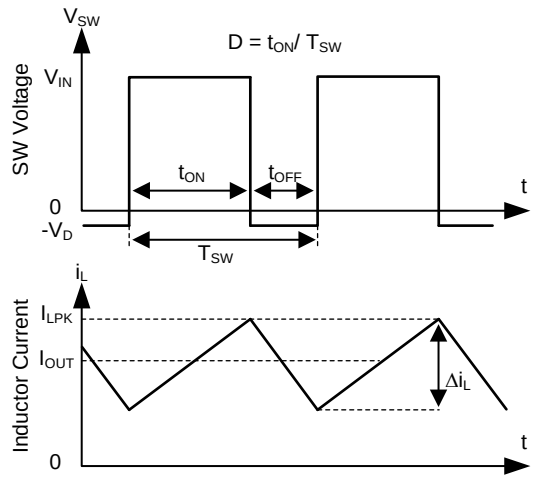

Figure 13. SW Node and Inductor Current Waveforms in Continuous Conduction Mode (CCM)
The following operating description of the LMR23610-Q1 will refer to the *Functional Block Diagram* and to the waveforms in Figure 13. LMR23610-Q1 is a step-down synchronous buck regulator with integrated high-side (HS) and low-side (LS) switches (synchronous rectifier). The LMR23610-Q1 supplies a regulated output voltage by turning on the HS and LS NMOS switches with controlled duty cycle. During high-side switch ON time, the SW pin voltage swings up to approximately V_{IN}, and the inductor current i_L increase with linear slope ($V_{IN} – V_{OUT}$) / L. When the HS switch is turned off by the control logic, the LS switch is turned on after an anti-shoot-through dead time. Inductor current discharges through the LS switch with a slope of $–V_{OUT}$ / L. The control parameter of a buck converter is defined as Duty Cycle D = t_{ON} / T_{SW}, where t_{ON} is the high-side switch ON time and T_{SW} is the switching period. The regulator control loop maintains a constant output voltage by adjusting the duty cycle D. In an ideal buck converter, where losses are ignored, D is proportional to the output voltage and inversely proportional to the input voltage: D = V_{OUT} / V_{IN}.